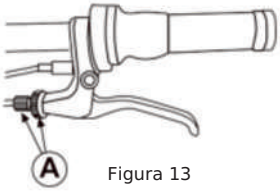

Figura 13
Reglați șurubul A pentru a modifica cursa manetei de frână (vezi Figura 13).
1. Strângeți șurubul A până la nivelul frânei (vezi Figura 13).